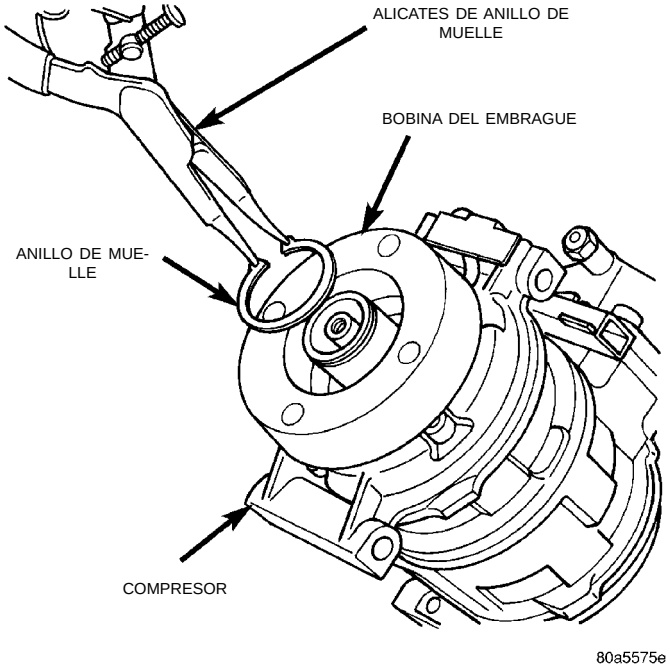

Fig. 26 Anillo de muelle de la bobina del embrague
(4) Retire el tornillo de la abrazadera/collarín a masa del cable de la bobina y el mazo de cables.
(5) Retire el anillo de muelle que sujeta la bobina del inductor a la caja del compresor (Fig. 26). Deslice la bobina del inductor para sacarlo de la caja del compresor.
(6) Examine las caras de fricción de la polea rotora del disco delantero, para determinar si están desgastadas. La polea y el disco deben reemplazarse si el desgaste es excesivo o si hay rayaduras. Si las superficies de fricción están aceitosas, inspeccione el área de la punta del eje del compresor para determinar si hay exceso de aceite. Si es así, el sello del eje tiene una fuga y debe reemplazarse.